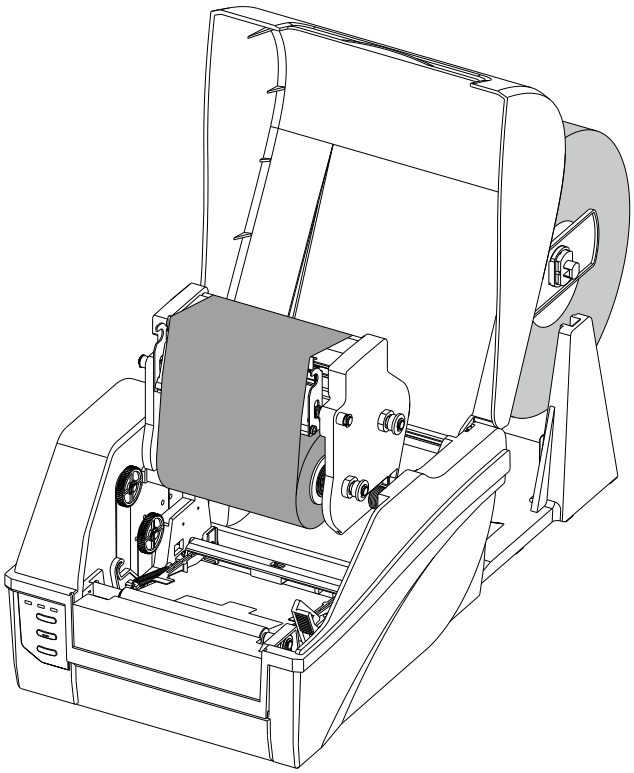

Figure 2-17 Load the Media
5. Position the media roll in the middle of the Spindle, using the ruler on the Media Spindle for alignment. See Figure 2-17.